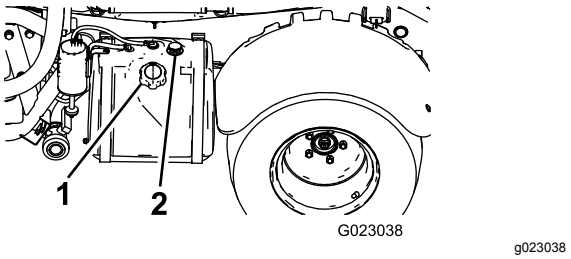

Figur 12
2. Rengör området runt tanklocket (Figur 12).